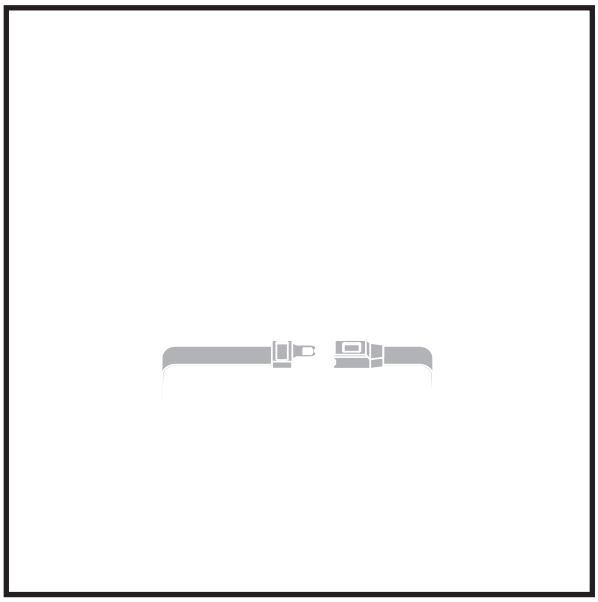

Figure 13. Positioning Belt Adjustment
1. Once seated, insert the metal tab on one side of the belt into the plastic housing on the opposite side until you hear a click. **See figure 13.**